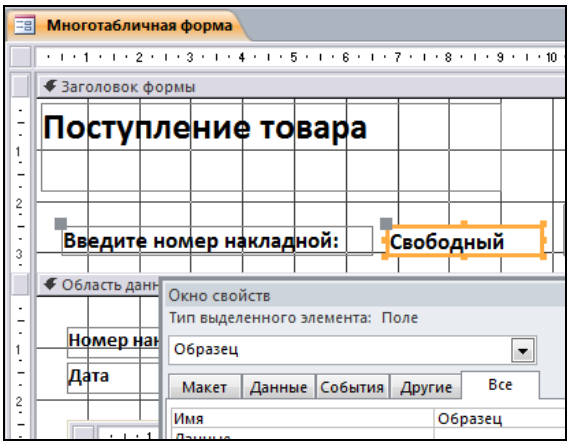

Рис. 6.3. Имя поля
2. Добавленному полю присваивается имя *Образец*. Для этого выделяется окно *Свободный*, на вкладке *Сервис* нажимается кнопка *Страница свойств*, выбирается вкладка *Все* и в разделе *Имя* записывается имя *Образец* (рис. 6.3).